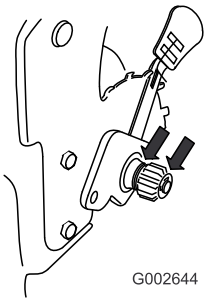

Figur 37
2. Påfør en smøreolje på de innvendige og utvendige sidene av giret som vist i Figur 37.